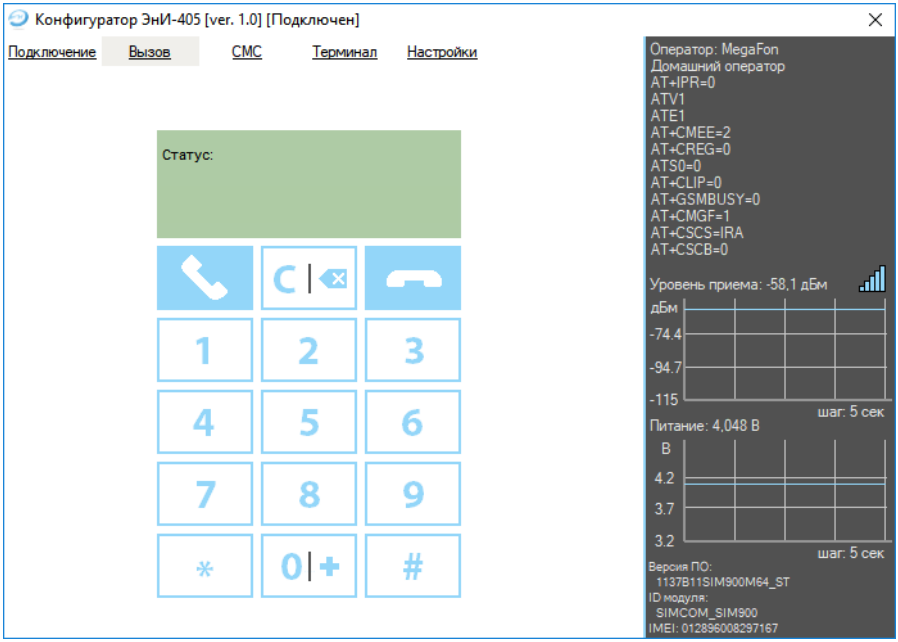

Рисунок 9 — Вкладка «Вызов»
10.4.2 Перейдите на вкладку «Вызов» (см. рисунок 9).